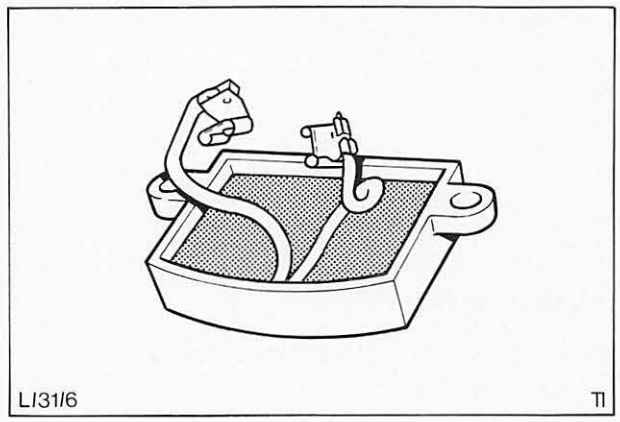

Abb. 78 Regler komplett
3. Regler komplett ausbauen, Abb. 78.